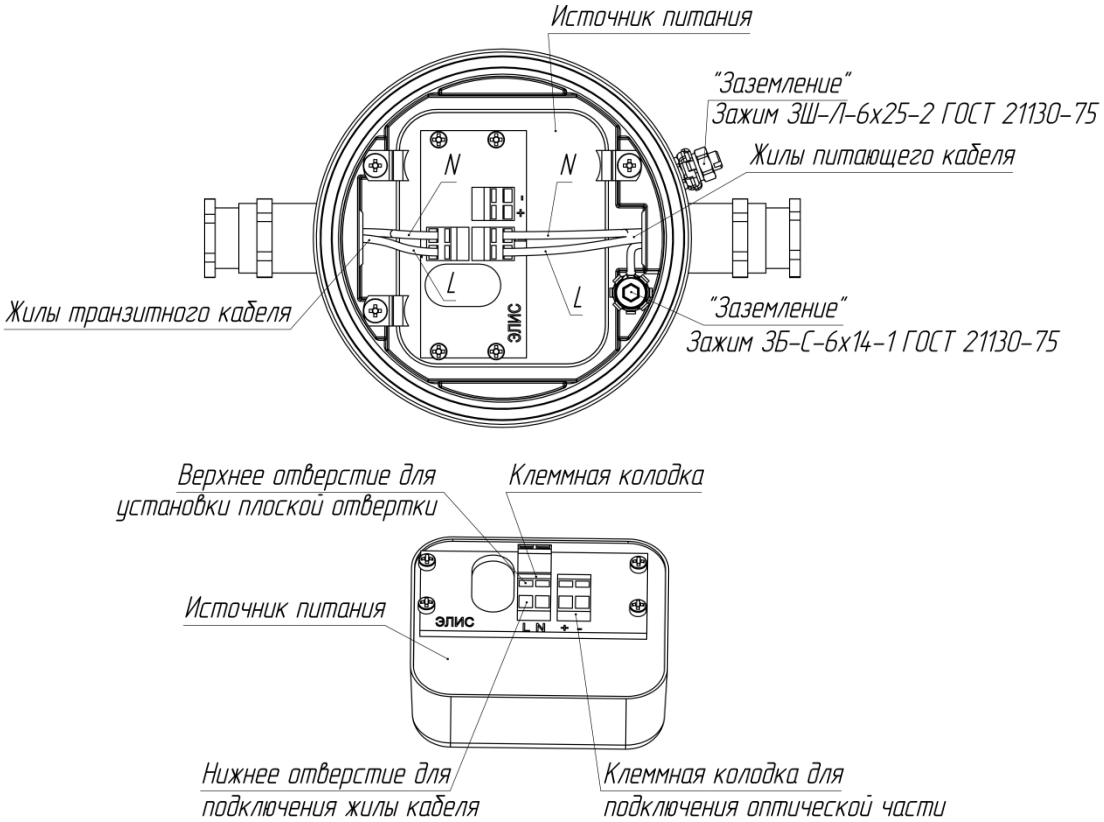

Рисунок 4.10
7.4.3. Произвести подключение светильника, для этого зачищенные жилы питающего кабеля (в случае транзитного исполнения светильника и транзитный кабель) пропустить через кабельный ввод и подключить к клеммной колодке, согласно обозначениям на источнике питания. Для светильников с питающей сетью 12 DC и 24 DC при подключении к сети постоянного напряжения соблюдение полярности не требуется.Заземление светильника осуществляется винтом М6 рисунок 4.10. **Заземление светильника ОБЯЗАТЕЛЬНО!!!** Заземление светильника снаружи осуществляется отдельной жилой. Для удобства электромонтажа на источнике питания установлены клеммные колодки прижимного типа, рассчитанные на максимальную жилу провода до 4 мм^2. Для фиксации жилы провода необходимо установить маленькую плоскую отвертку в верхнее отверстие клеммной колодки см. рисунок 4.10. после чего установить зачищенную жилу провода в нижнее отверстие клеммной колодки см. рисунок 4.10 после этого вытащить отвертку. Потянуть за установленную жилу, чтобы удостовериться, что жила крепко зафиксирована в клемме колодки. После электромонтажа тщательно затянуть кабельный/кабельные вводы для обеспечения герметичности и защиты от взрыва. **НЕ ДОПУСКАТЬ СИЛЬНЫХ ПЕРЕГИБОВ ПИТАЮЩЕГО КАБЕЛЯ!!!**